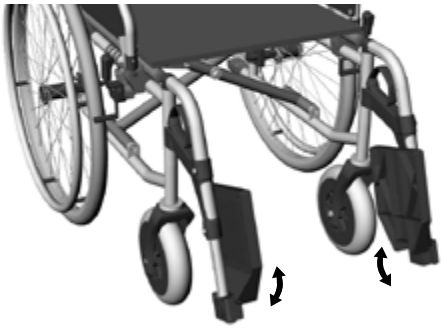

afb.8
2. Draai de voetplate naar boven. (afb. 8)